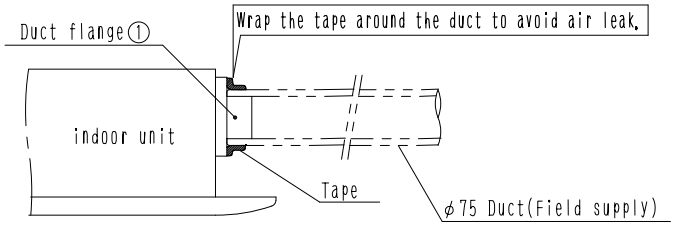

Fig. 4
② Installation procedures of Duct<Nominal diameter of duct: φ75>
1. Connect the duct to the duct flange. (Flange fits inside the duct.) (Fig. 4)